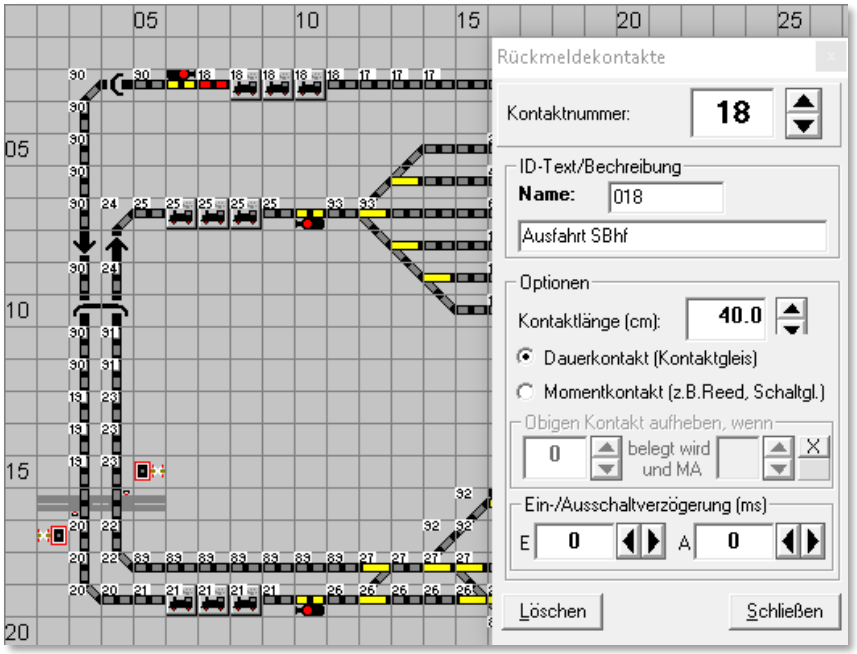

Abb. 5.67 Die Kontaktlänge eines Rückmeldekontaktes
Hier in Abb. 5.67 handelt es sich um den Haltabschnitt vor dem Ausfahrtsignal 1 des Schattenbahnhofs aus dem Demoprojekt. Die Länge der Strecke für den Kontakt (18) wurde hier mit 40 cm gemessen und eingetragen.
Die Beschreibung des Zugnummernfeldes sollten Sie hier unbedingt einfügen und dem Zugnummernfeld somit eine eindeutige Bezeichnung vergeben. In der beispielhaften Darstellung aus Abb. 5.67 wurde als Name für das Zugnummernfeld „018“, dies entspricht der Nummer des Rückmeldekontaktes, und als Beschreibung „Ausfahrt SBhf“ gewählt